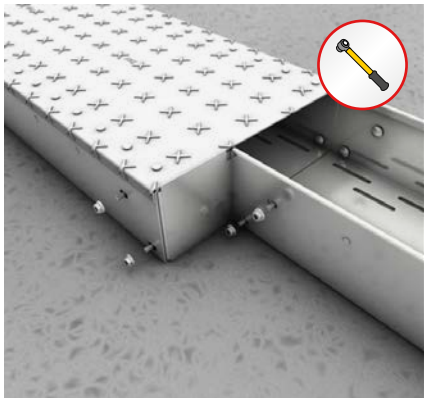

Fig. 3: Risk of cable damage
6. In areas where cables and conductors are routed, threaded ends must be avoided (see Fig. 3). **Risk of cable damage!**